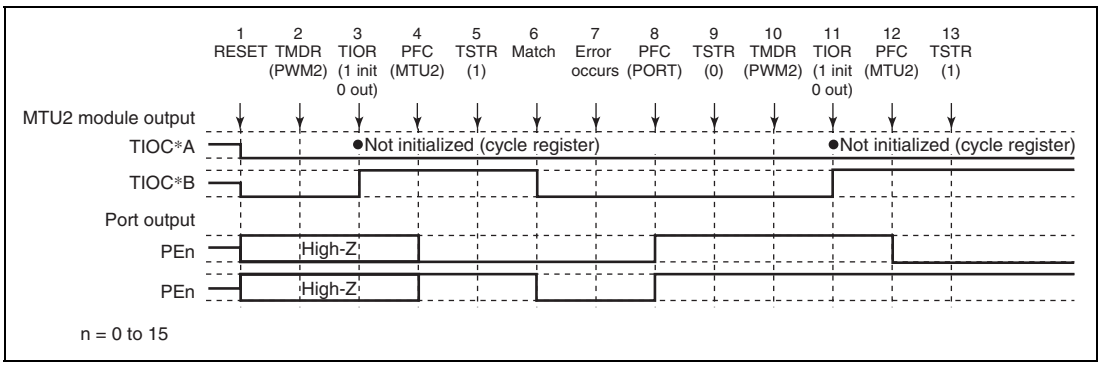

**Figure 10.152 Error Occurrence in PWM Mode 2, Recovery in PWM Mode 2**
**Operation when Error Occurs during PWM Mode 2 Operation, and Operation is Restarted in PWM Mode 2:** Figure 10.152 shows an explanatory diagram of the case where an error occurs in PWM mode 2 and operation is restarted in PWM mode 2 after re-setting.